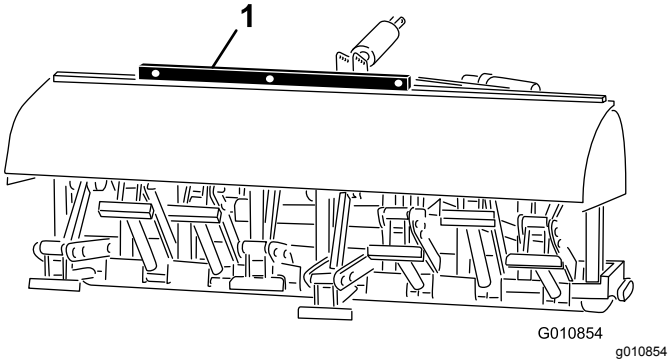

Rysunek 29
2. Umieść poziomicę na górnej części ramy traktora, aby sprawdzić wypoziomowanie poprzeczne (Rysunek 29).